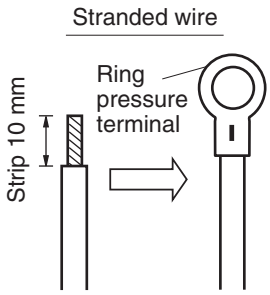
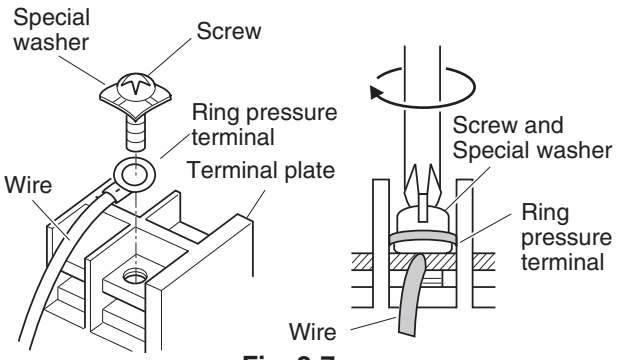

Fig. 2-6
Fig. 2-7
(1) Cut the wire end with cutting pliers, then strip the insulation to expose the stranded wiring about 10 mm and tightly twist the wire ends. (Fig. 2-6)
(2) Using a Phillips head screwdriver, remove the terminal screw(s) on the terminal plate.
(3) Using a ring connector fastener or pliers, securely clamp each stripped wire end with a ring pressure terminal.
(4) Place the ring pressure terminal, and replace and tighten the removed terminal screw using a screwdriver. (Fig. 2-7)